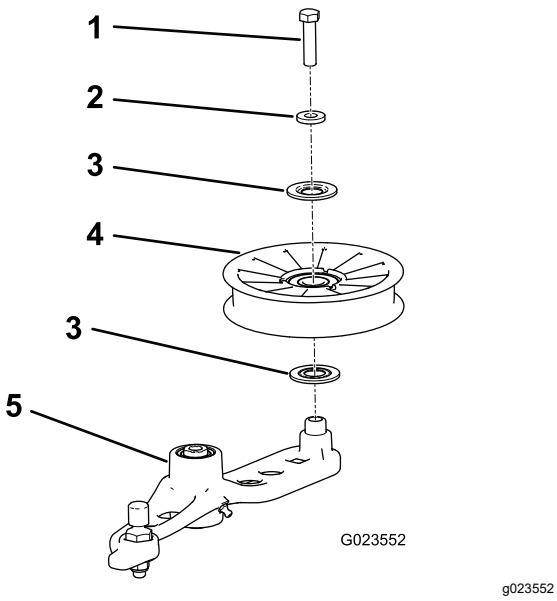

**Figuur 57**
6. Verwijder de bout waarmee de oude spanpoelie bevestigd is aan de spanarm en monteer een nieuwe poelie (Figuur 57).